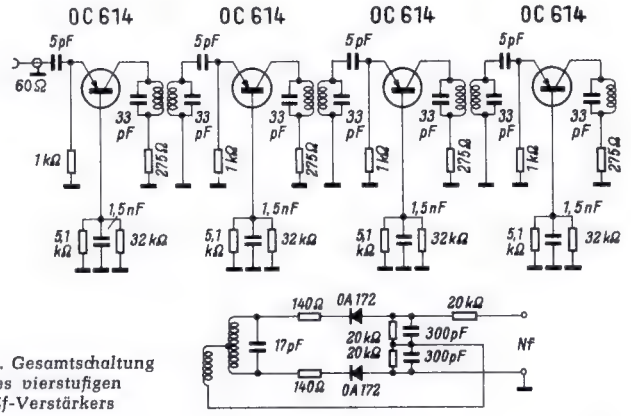

Bild 3. Gesamtschaltung des vierstufigen Zf-Verstärkers
Bild 3 zeigt die Schaltung des Verstärkers. Die Stufenspannungsverstärkung R_s kann nach Gleichung (7) berechnet werden. Mit S = 20 mA/V im Arbeitspunkt $i_E = 750\ \mu A$ und einem Eingangswiderstand von 50 Ω ergibt sich: